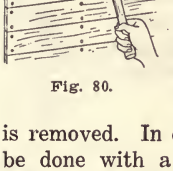
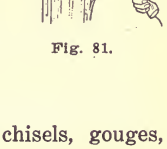

Fig. 80.
Fig. 81.
68. The Use of the Hatchet.—The hatchet, besides having a head for driving nails, has a cutting edge and a notch for pulling nails. A special type is used for shingling and as a heavy hammer. See Fig. 80. The hatchet is also used for hewing light work. In hewing away stock with a hatchet, a number of cuts are made into the grain, as shown in Fig. 81. By hewing down along the line, surplus stock is removed. In careful work (which should seldom be done with a hatchet) waste stock should not be hewed quite to the line. A small amount of material is left for removal with a plane.